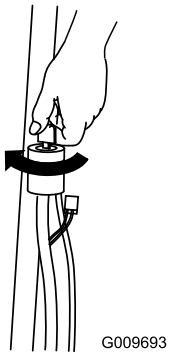
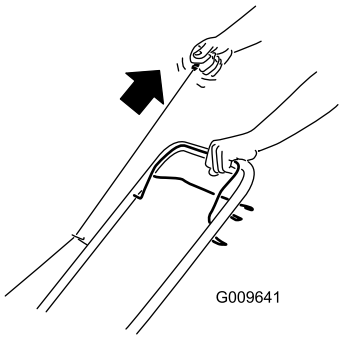

**Figuur 11**
**Figuur 12**
2. Draai het contactsleuteltje (Figuur 11) of trek aan de handgreep van het startkoord (Figuur 12).